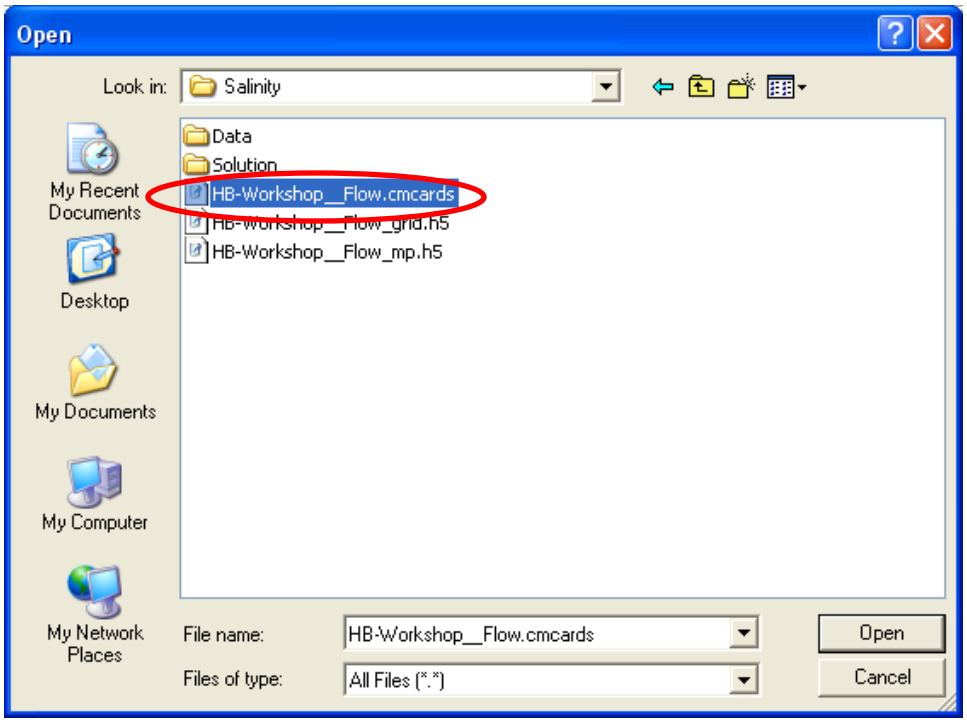

Figure 46. Opening the files for the CMS-Flow simulation with salinity.
Presently, CMS-Flow can perform 2-D salinity computations. Validity of 2D salinity implies strong mixing through the water column, such as in estuaries that experience strong wind. Development for the 3-D model is underway. To calculate salinity transport, you will need the regular hydrodynamic input files (Figure 46),
1. Open the CMS-Flow file, HB-Workshop__Flow.cmcards (Figure 46),